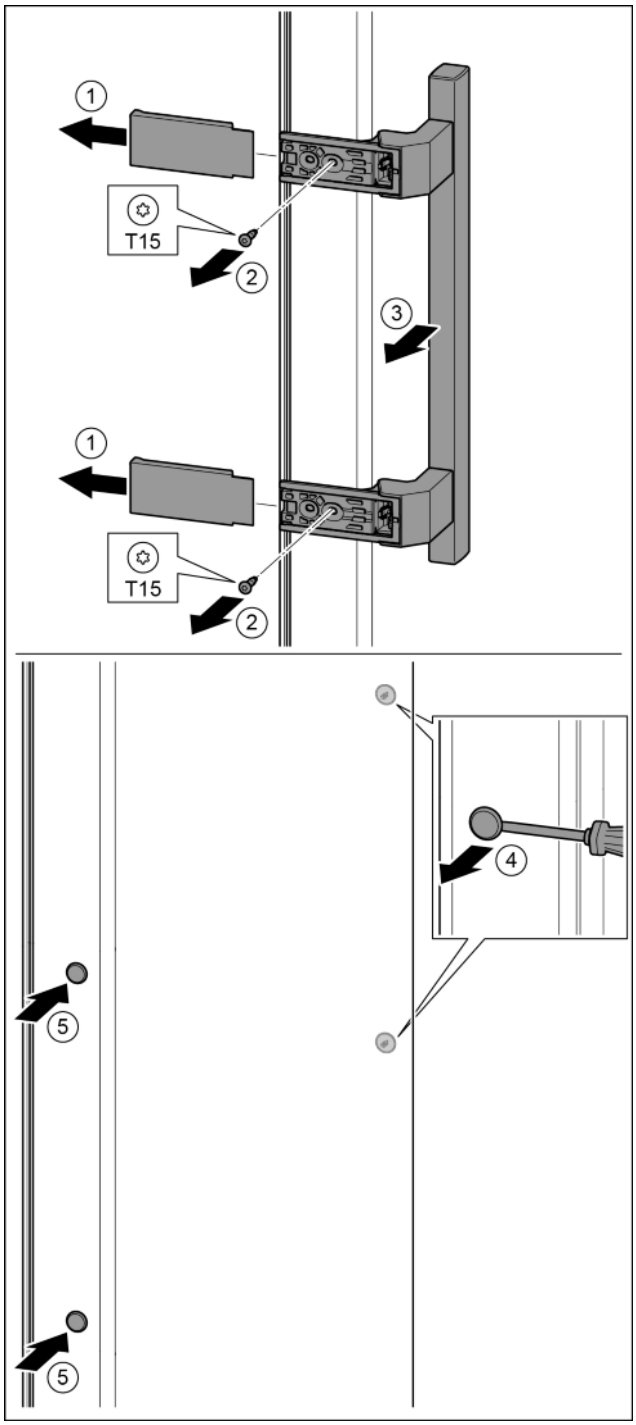

Fig. 36
- ▶ Abdeckung abziehen. *Fig. 36 (1)*
- ▶ Schrauben mit Schraubendreher T15 herausdrehen. *Fig. 36 (2)*
- ▶ Griff abnehmen. *Fig. 36 (3)*
- ▶ Seitlichen Stopfen vorsichtig mit einem Schlitzschraubendreher anheben und herausziehen. *Fig. 36 (4)*
- ▶ Stopfen auf der anderen Seite wieder einsetzen. *Fig. 36 (5)*